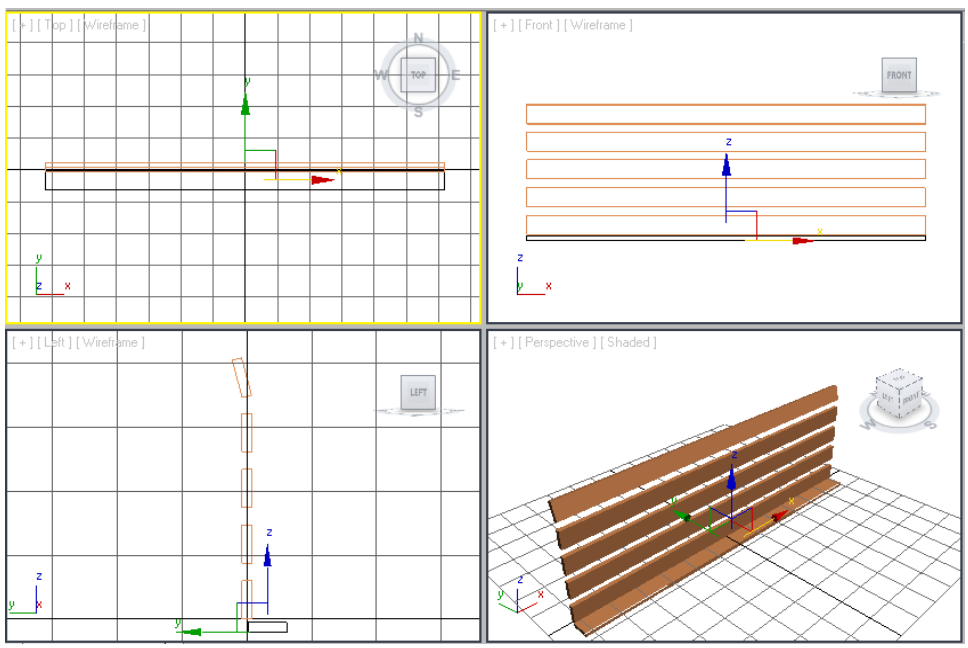

Figure 3-42 *Alignment of the horizontal seat support001 in all viewports*
6. Invoke the **Select and Move** tool from the **Main Toolbar** and align the *horizontal seat support001* with the *horizontal back support* in all viewports, as shown in Figure 3-42.